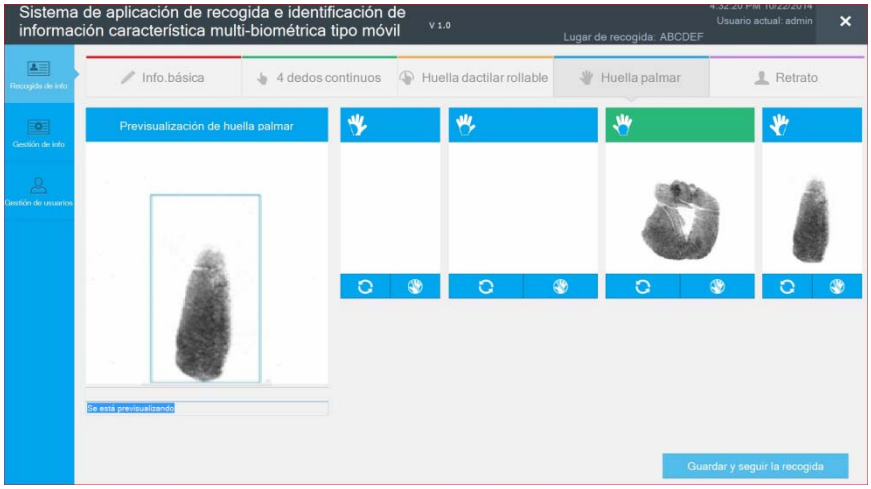

Figure5.4.3.1
3.When the lateral palm is collected, it is to put the lateral palm on the collecting instrument. After calibration of palm-print and put your hand lateral on the light place; when collection instrument light if off, you can remove your palm. System will automatically evaluate the quality of lateral palm-print. When collection quality is qualified, the collection of palm-print will automatically display the palm position; the effect of collected lateral palm is as shown in figure (as shown in figure 5.4.3.1)